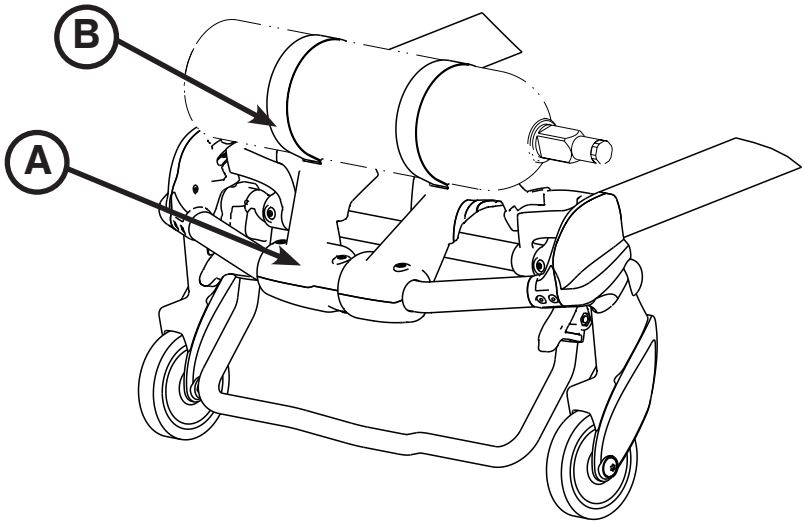

Figura 65
1. Centrar a garrafa de oxigénio na superfície de suporte do artigo (A), conforme ilustrado na Figura 65.
2. Apertar ambas as tiras (B) à volta da garrafa de oxigénio.